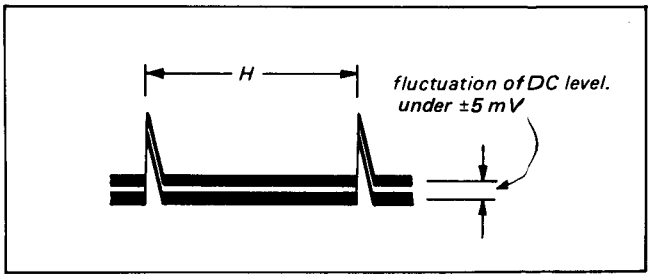

Fig. 5-27. AFC offset adjustment
i) Adjust RV006 so that the fluctuation of DC level is minimum. (See Fig. 5-27.)